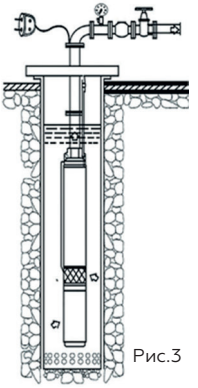

Рис.3
1. Насос устанавливается строго вертикально. Эксплуатация в наклонном или горизонтальном положении запрещена (см. рис.3).
4. Опускание насоса производится только на стальном или нейлоновом тросе, закреплённом в проушинах насоса (см. рис.3).